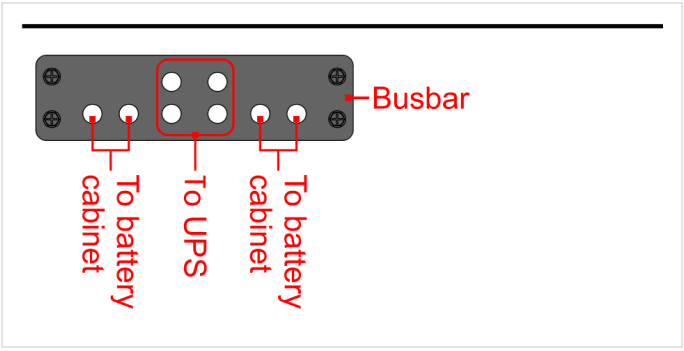
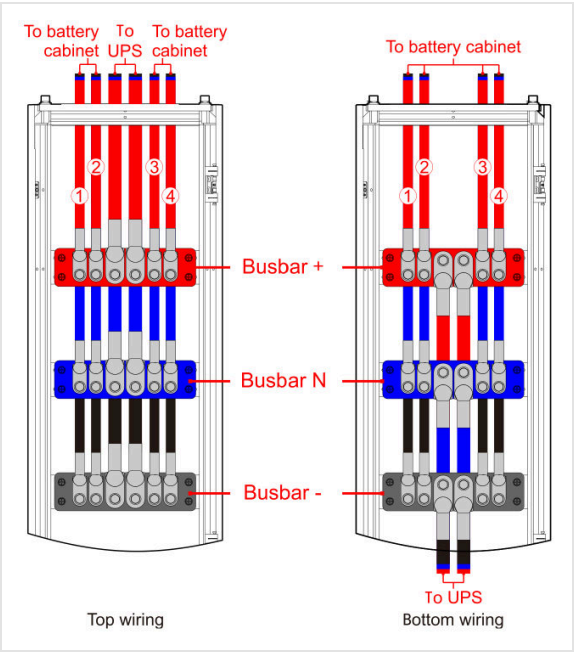

FIGURE 3-32 Holes of one busbar
FIGURE 3-33 Combiner wiring — top exit (left) and bottom exit (right) to the UPS
1. Connect the +, –, (N) and PE cables of every cabinet as in Section 3.12.1, steps 1 to 3.
2. Lead the other end of each cabinet's cables through the top of the combiner, and connect them to the busbars (Figure 3-32, Figure 3-33): + to busbar +, – to busbar –, N to busbar N (only with a midline, Section 2.2), PE to the ground bar.